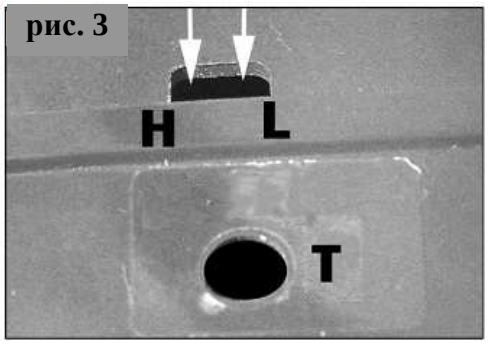

рис. 3
3.1 Регулировка карбюратора (рис.3)